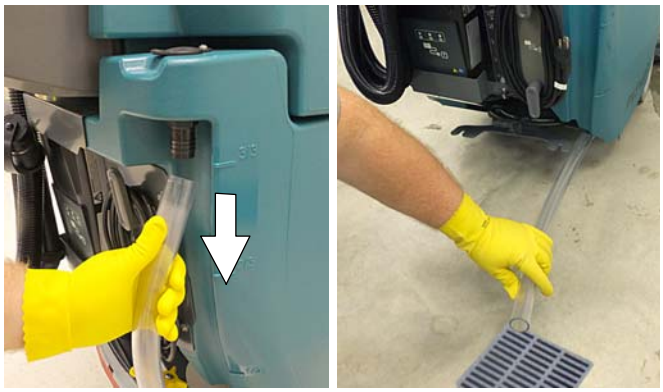

図　47
2. 洗浄液タンクから残りの水を抜くには、洗浄液タンクレベルホースをアクセサリーレールから外します（図47）。